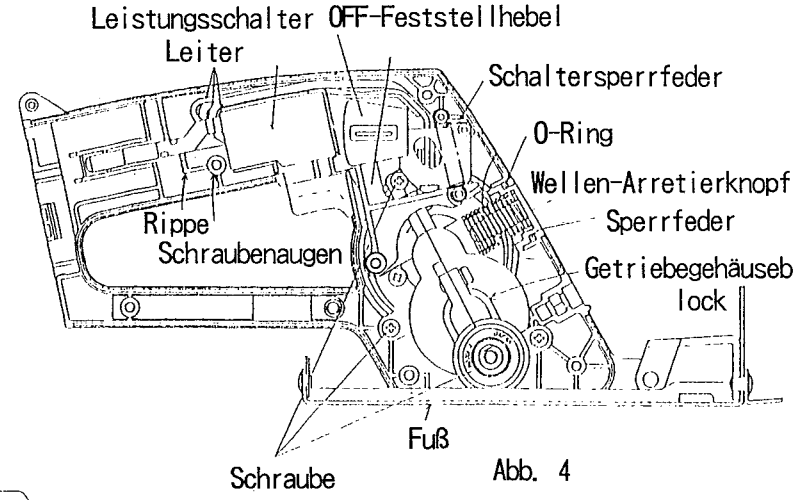

Abb. 4
④ Den Leiter wie in Abb. 4 gezeigt am Schaltblock anbringen.